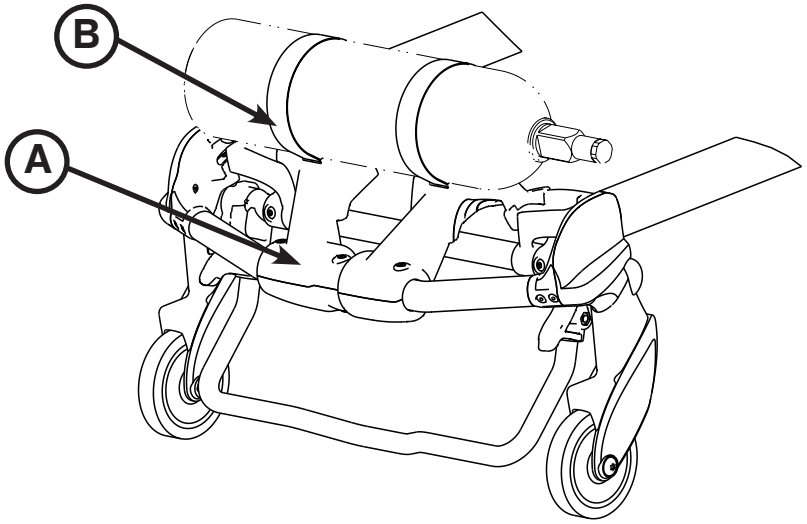

Figura 65
1. Centrare la bombola di ossigeno sulla superficie di supporto (A) come mostrato in Figura 65.
2. Serrare entrambe le cinghie (B) intorno alla bombola di ossigeno.